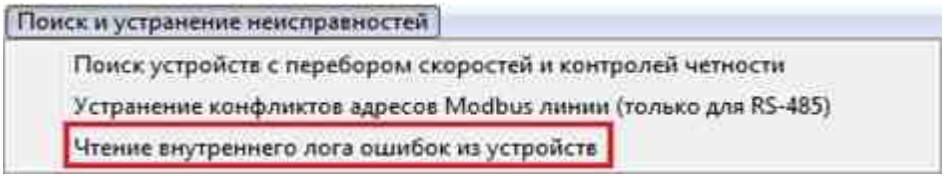

Рис.4.7 Опция «Чтение внутреннего лога ошибок из устройств»
2. После чего активировать опцию «Чтение внутреннего лога ошибок из устройств» (*Рис.4.7*).